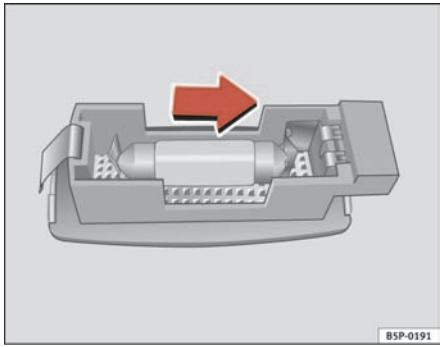

Fig. 199 Removing sunroof light
– Carefully remove the lamp, using the flat side of the screwdriver, as shown in the figure ⇒ fig. 199.
– Remove the lamp, moving it in the direction of the arrow and outwards ⇒ fig. 199. ■